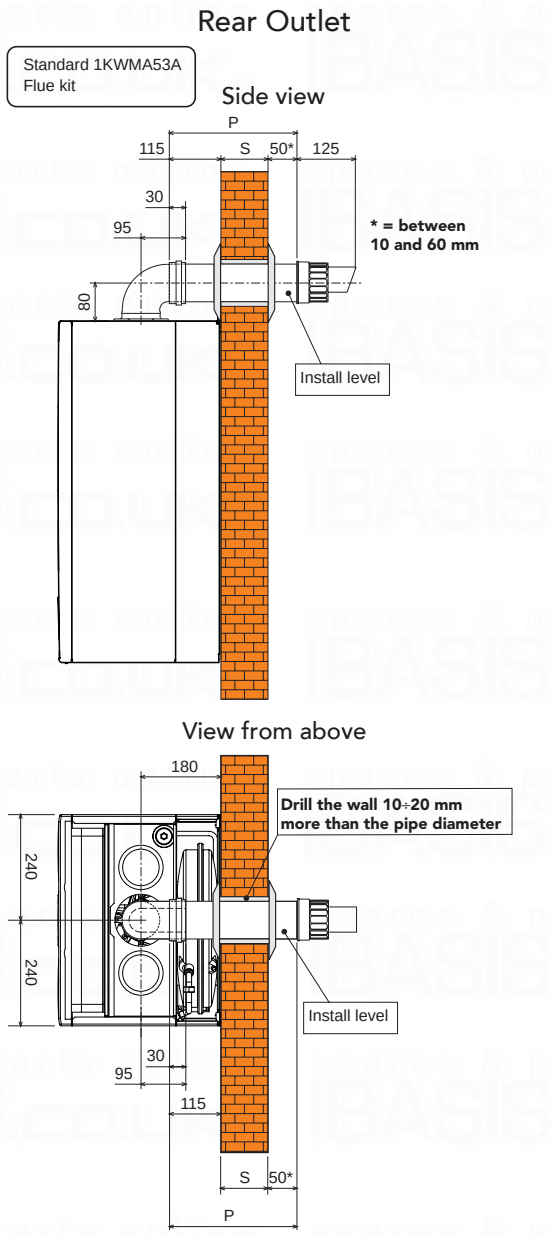

fig. 10a
4. If necessary, cut the end pipe to size, ensuring that the external pipe protrudes from the wall by between 10 and 60 mm (Fig. 10a and 10b). Remove the cutting burrs.